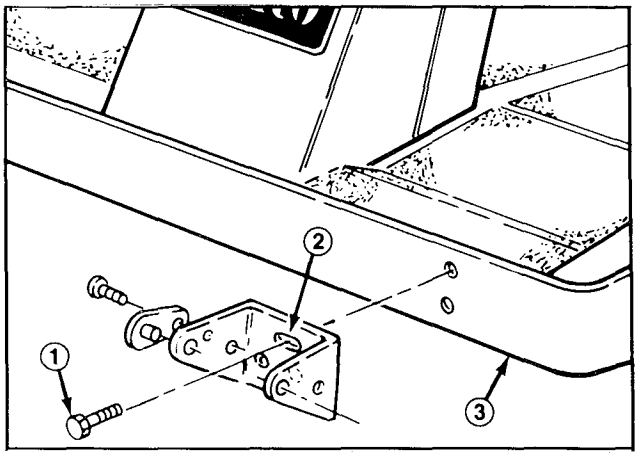

Figure 9
A. Groundsmaster 223-D and 224 — Insert (2) 3/8 x 1" flange screws through the slotted bracket holes. Thread the screws into captivated frame nuts and torque to 45-50 ft-lb (Fig. 9).